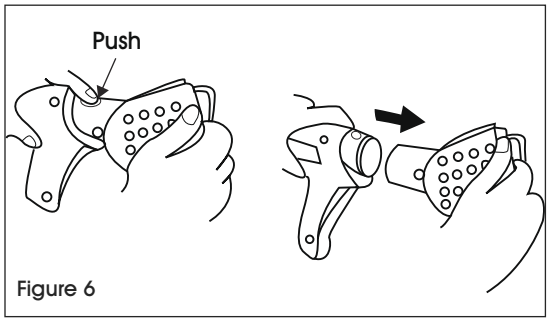

Figure 6
1. Appuyez sur le bouton et retirez l'ensemble de la chambre de combustion. (Voir Figure 6)